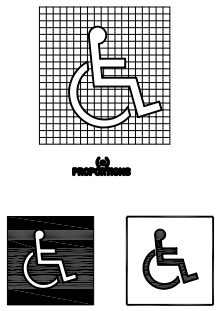

FIG. 43
4.30.5 SERVICE OF ACCESSIBILITY. ACCESSIBLE FACILITIES REQUIRED TO BE MARKED BY 4.1 SHALL USE THE INTERNATIONAL SYMBOL OF ACCESSIBILITY. THE SYMBOL SHALL BE DISPLAYED AS SHOWN IN FIG. 43.